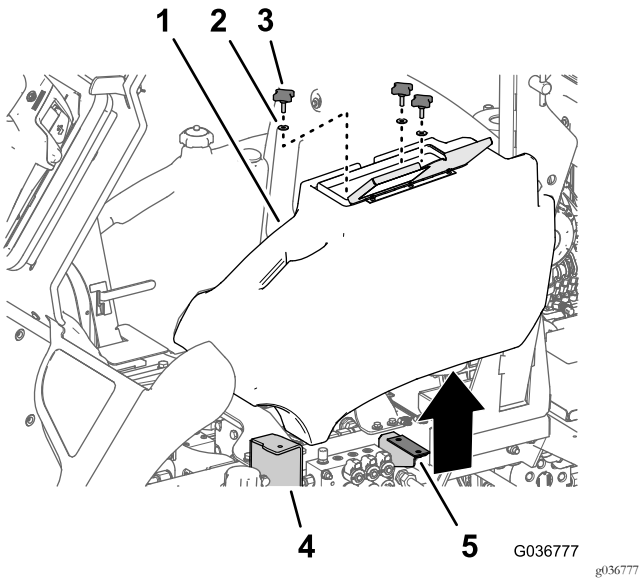

Bild 7
1. Öffnen Sie die Abdeckung des Ablagefachs (Bild 7).
2. Lösen und nehmen Sie die drei Handräder und drei Scheiben ab, mit denen der Flansch des Absatzes und die Ablagefachhalterung befestigt sind (Bild 7).